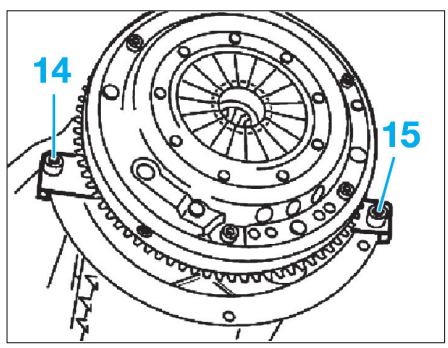

Fig. 16
- Contrôler la position correcte des douilles de centrage (14) et (15). Remplacer les douilles de centrage défectueuses **(Fig.16)**.